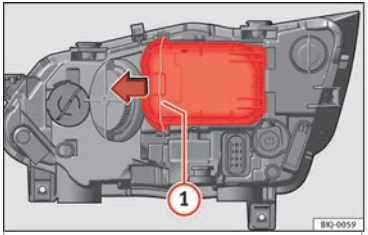

Fig. 96 In the engine compartment: remove the lid.
– Move the loop ››› **Fig. 96** (1) in the direction of the arrow and remove the cover.